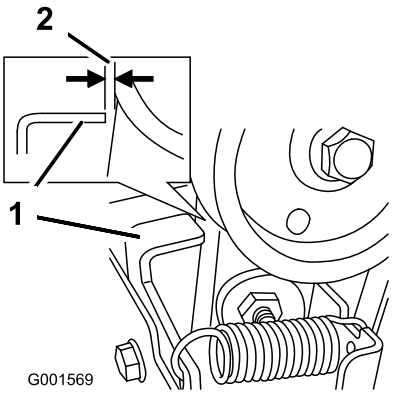

Figur 45
3. Ha matarskruvs-/impellerreglaget urkopplat och kontrollera att mellanrummet mellan matarskruvskopplingen och tappen är 1,5 mm (Figur 45).